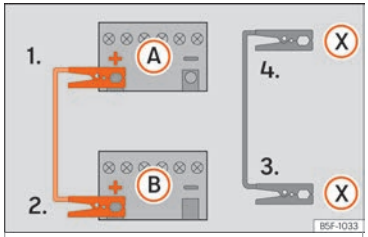

Fig. 83 Diagram of connections for vehicles with Start Stop system
4b. *In vehicles with a Start-stop system:* connect one end of the *black* jump lead (X) to a suitable ground terminal, to a solid piece of metal in the engine block, or to the engine block itself ››› Fig. 83. »
5. Connect the other end of the *black* jump lead (X) to a solid metal component bolted to the engine block or to the engine block itself of the vehicle with the flat battery. Do not connect it to a point near the battery (A).